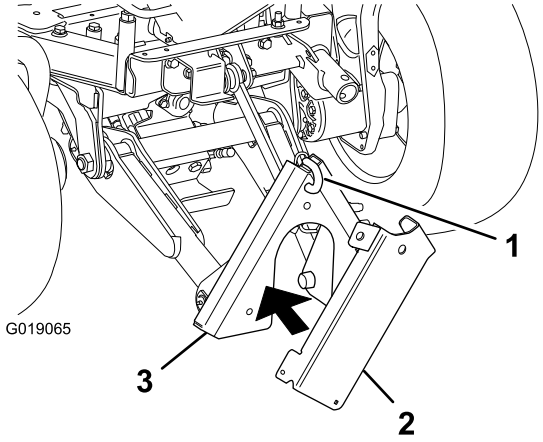

Figura 2
2. Estraete il perno sulla parte superiore della staffa di attacco anteriore (Figura 2).
3. Posizionate la staffa di stoccaggio del cavalletto sulla staffa di attacco anteriore e fissate la prima alla seconda con il perno (Figura 2).